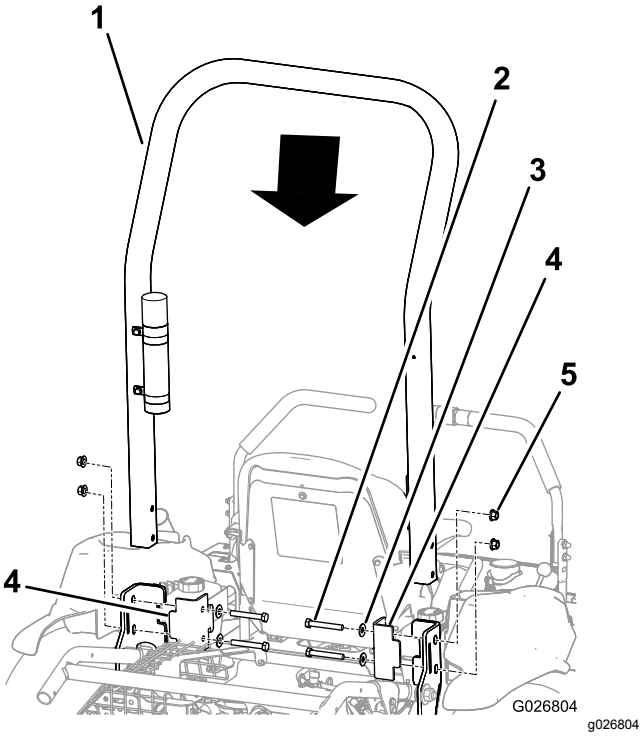

**Figur 6**
2. Plasser veltebøylen på maskinen som vist i Figur 6.